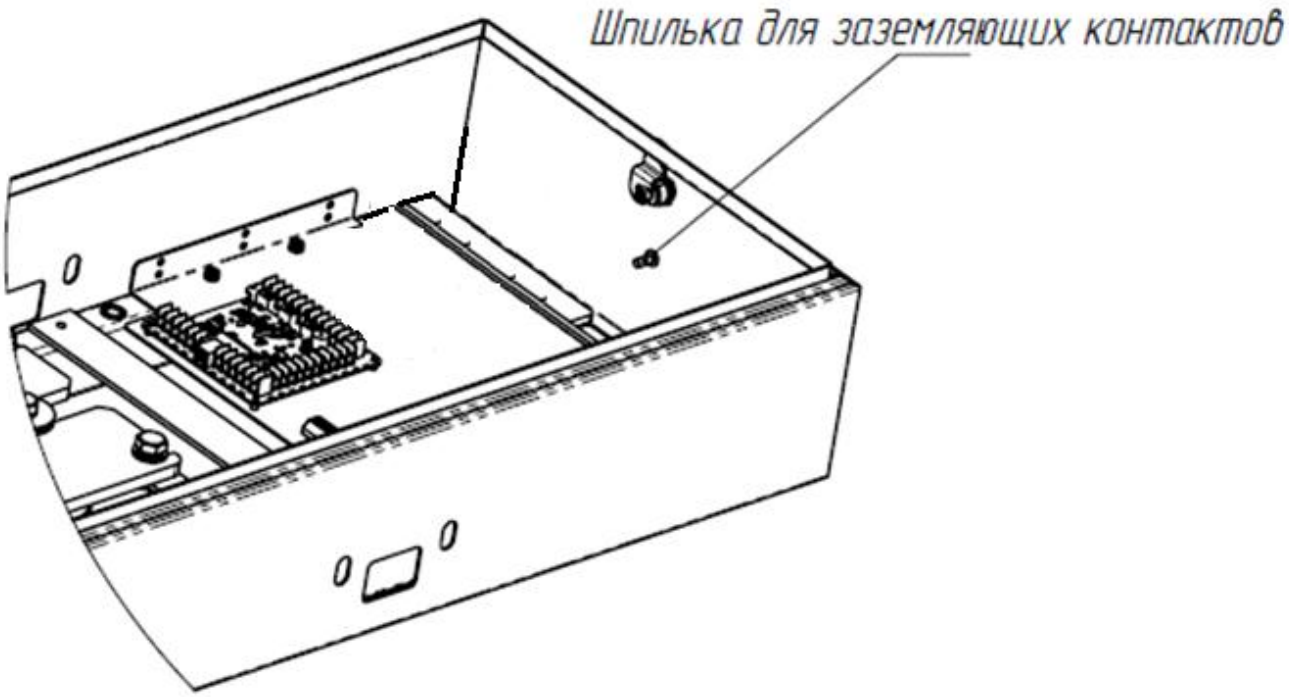

Рисунок 17 – Расположение шпилек в верхнем модуле
- в верхнем модуле турникета (Рисунок 17)